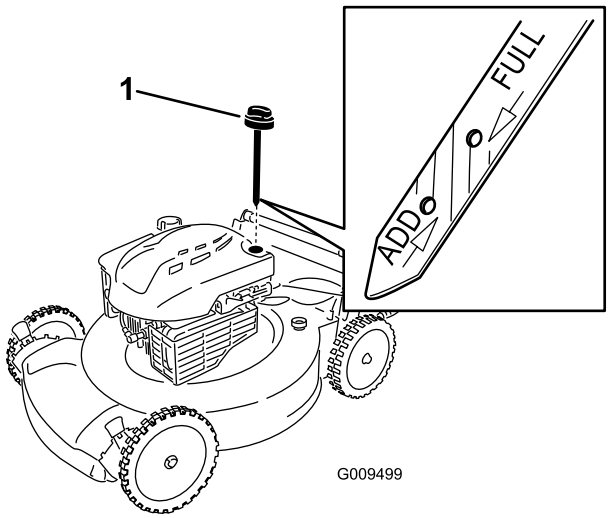

Figur 4
2. Tag målepinden ud (Figur 4), og hæld olie i påfyldningsrøret, indtil ca. 3/4 af krumtaphuset er fyldt.
5. Tag målepinden ud, og kontroller oliestanden på målepinden. Se Figur 4.